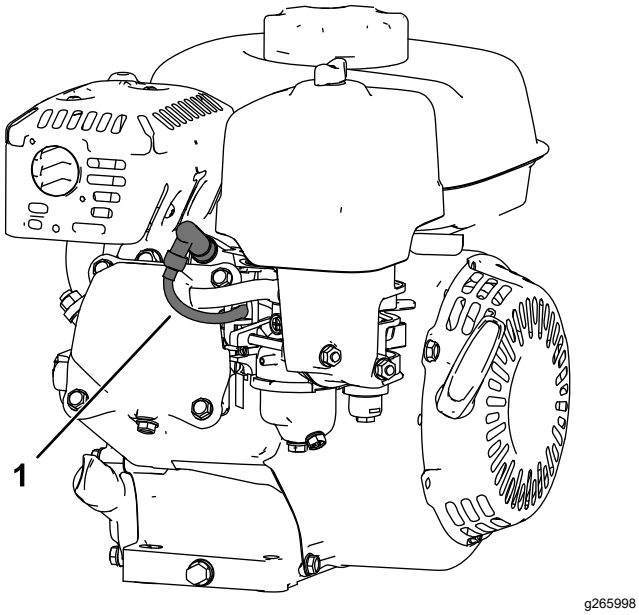

Figura 13
5. Desconecte el cable de la bujía (Figura 13).